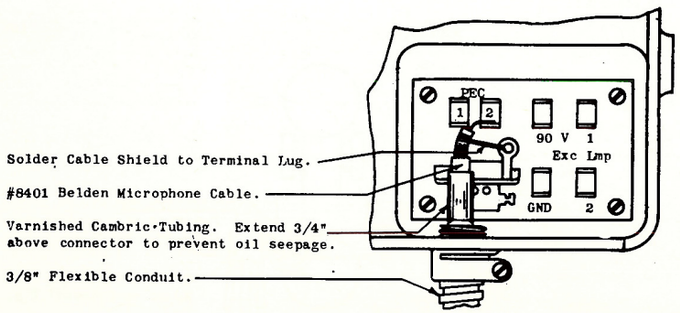

FIGURE 12
8. SOUND MECHANISM CONNECTIONS - Figure 12 shows the method of connecting the microphone cable in the sound mechanism. Exciter lamp, 90 volt, and ground wires should be run and connected per the system wiring diagram.